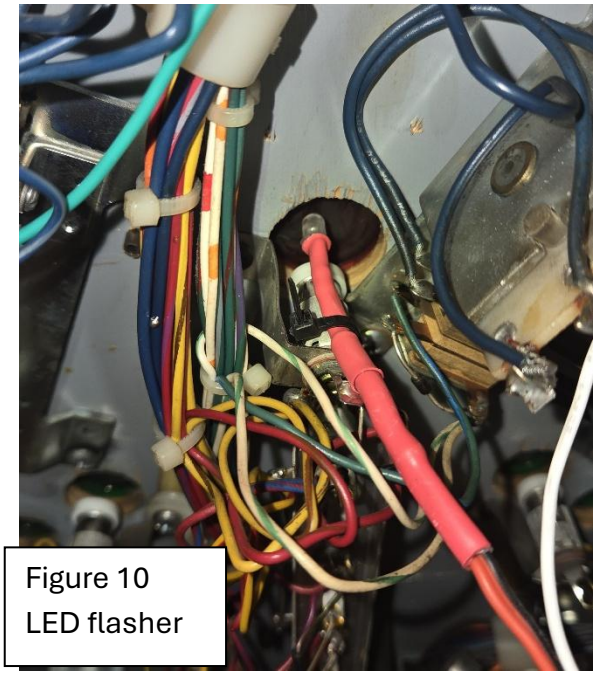

Figure 10
**Step 4**: Attach the flasher LED from the BallSaver box to the playfield light hole of your choice using the provided wire tie so the flashing can be seen by looking at the playfield. When the LED is flashing, drained balls will be returned. See Figure10.